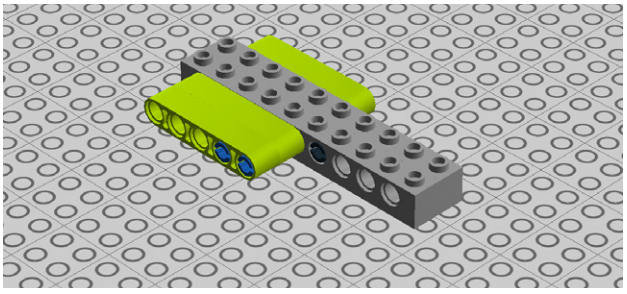

Figure 7-87. *Step 80: Adding beams*
80. Add three 5M beams (Figure 7-87).